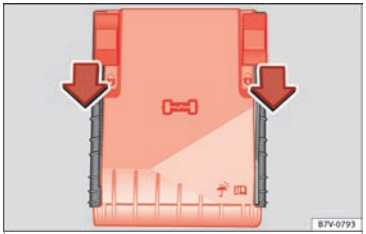

Fig. 59 In the engine compartment: fuse box cover.
- Move the attachment tabs forwards, in the direction indicated by the arrow to release the fuse box cover ››› **Fig. 59**.